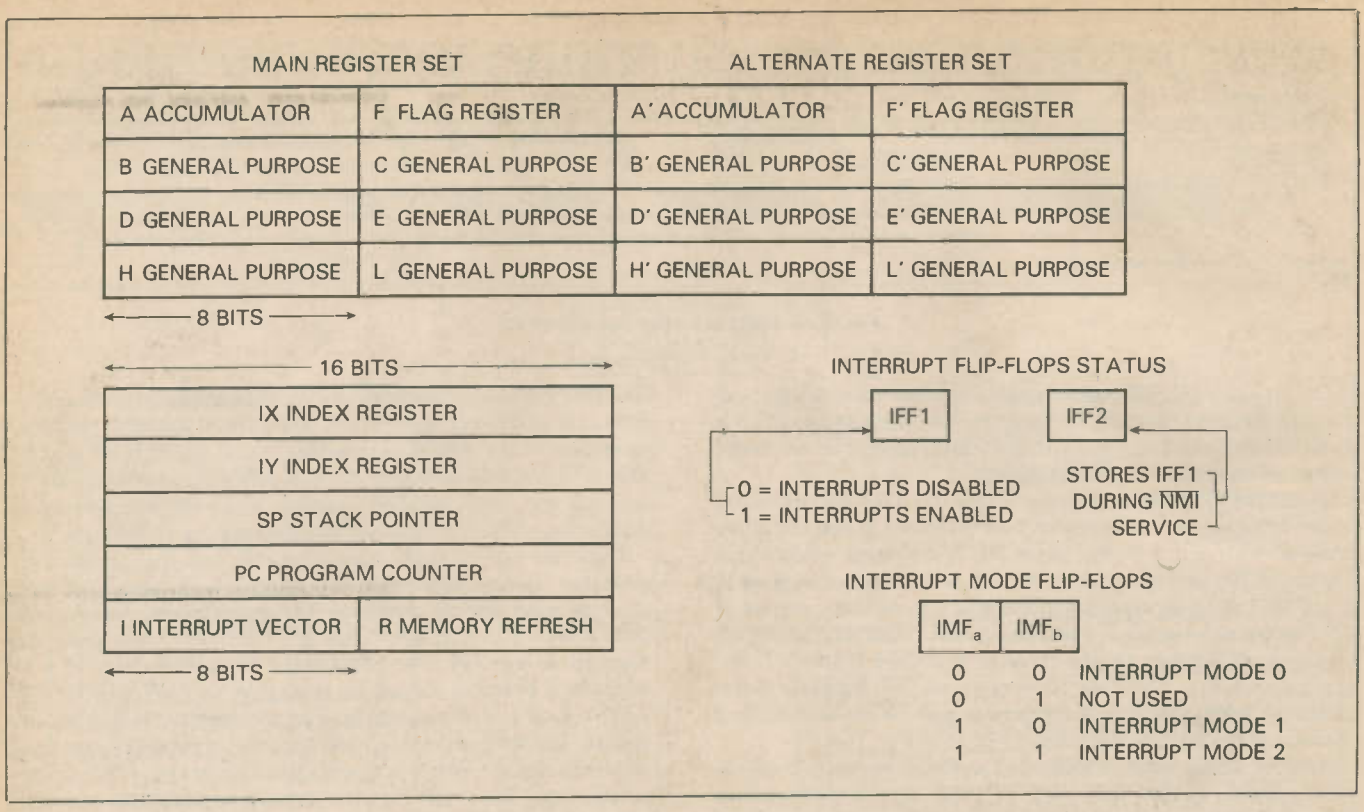

Fig. 6.8. Z80 programming model
Duplicate sets of both general-purpose and flag registers are provided, easing the design and operation of control software thorugh rapid context switching. The programming model of the Z80 is shown in Fig. 6.8. There are essentially three groups of registers in the Z80. The first consist of duplicate sets of 8-bit registers; a principal set and an alternative set (indicated by the ' suffix). Both sets of registers have an accumulator, a flags register and six general-purpose registers. Transfer of data between these duplicate sets of registers is accomplished by means of "Exchange" instructions. The result is faster response to interrupts and easy, efficient implementation of such versatile techniques as background/foreground processing. The second set of registers have assigned functions: Interrupt Register (I), Refresh Register (R), Index Registers (IX and IY), Stack Pointer (SP), and the Program Counter (PC). The third group consists of two interrupt status flip-flops and two flip-flops to identify the current interrupt status mode. It is perhaps worth a brief look at some of the registers which may not be familiar from looking at other micros.